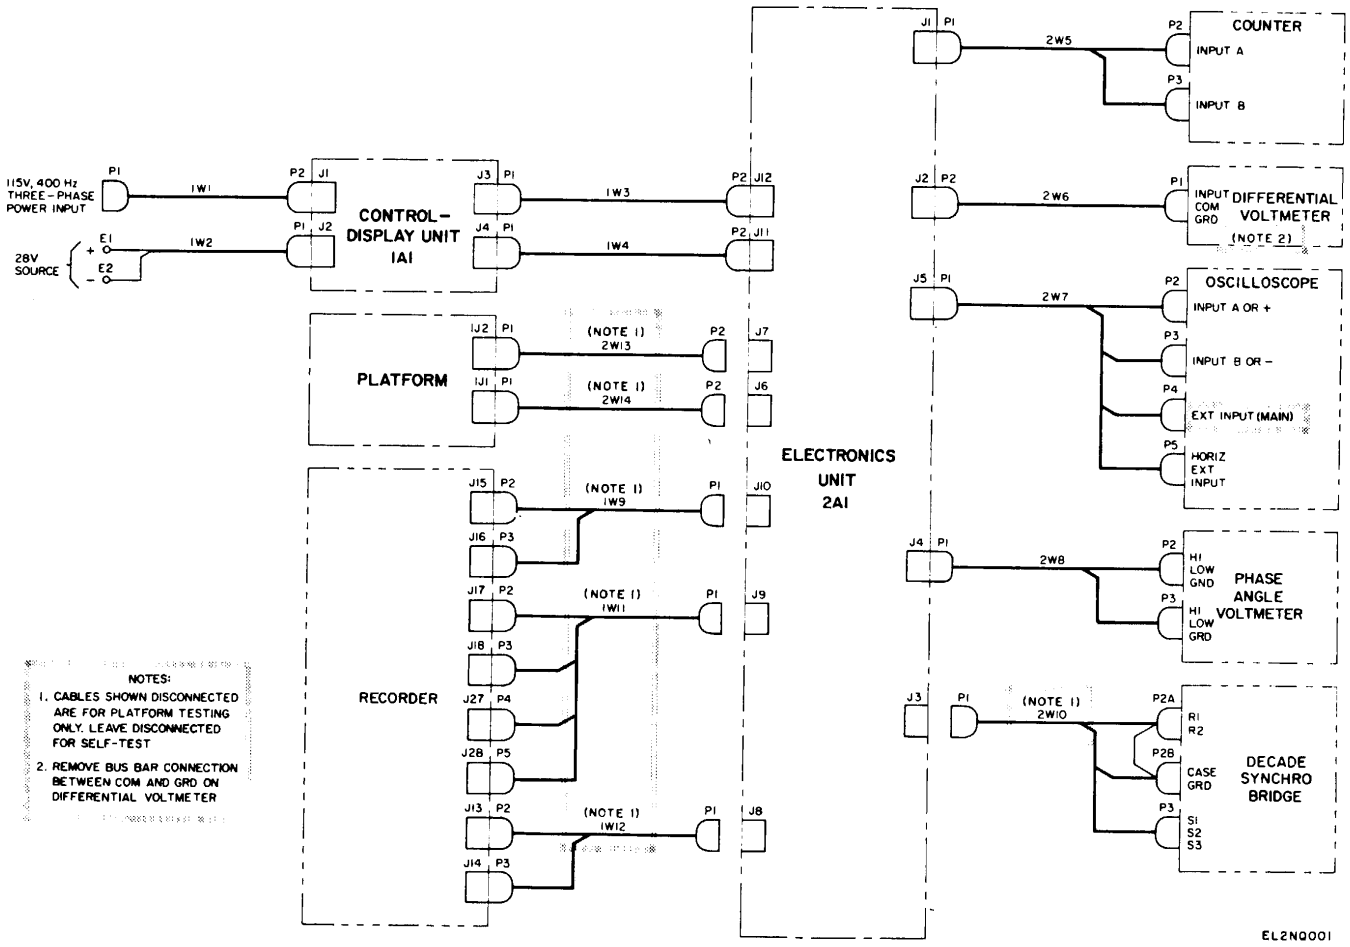

Figure 2-2. Cable connection diagram.
e. Connect test set and ancillary test equipment (para 1-9) as shown in figure 2-2. Insure that all connectors are properly mated and locking rings completely engaged.